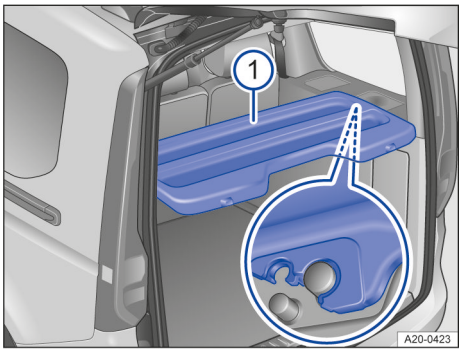

Fig. 148 Dans le coffre à bagages : couvre-coffre
4. Faites coulisser le couvre-coffre jusqu'à ce qu'il s'enclenche dans les grands supports → fig. 148.
2. Enclenchez le couvre-coffre dans les deux petits supports → fig. 148.